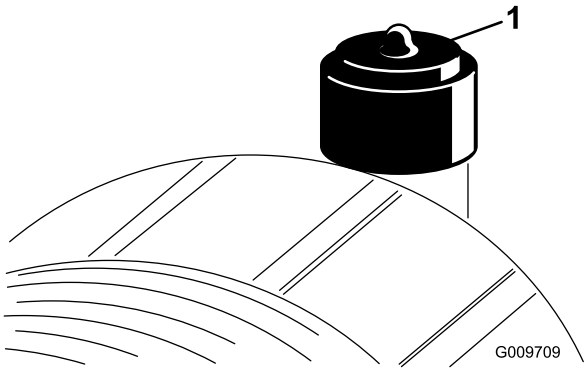

Bild 45
Warten Sie den Luftfilter nur, wenn dies von der Kundendienstanzeige angegeben wird (Bild 45). Das frühzeitige Auswechseln des Luftfilters erhöht nur die Gefahr, dass Schmutz in den Motor gelangt, wenn Sie den Filter entfernen.
2. Stellen Sie die Anzeige (Bild 45) zurück, wenn sie auf Rot steht.